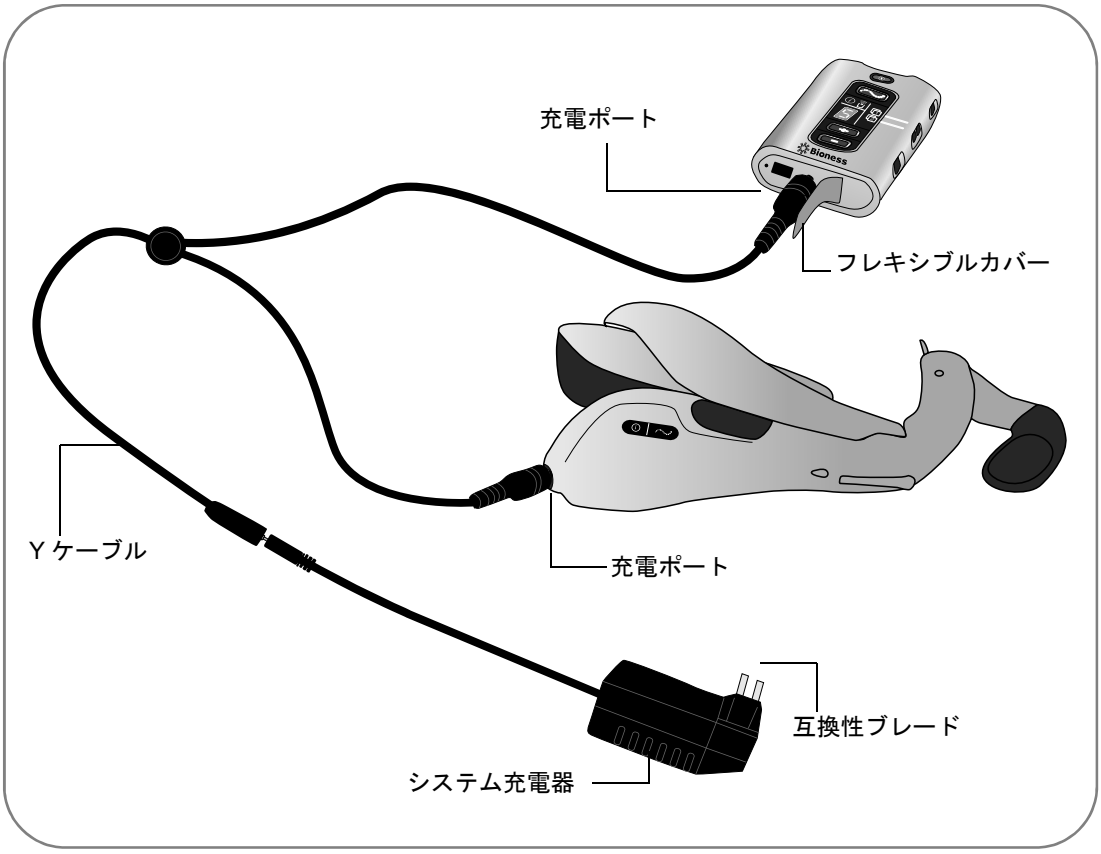

図 8-3：充電のセットアップ
3. 装具とコントロールユニットの充電ポートに Y ケーブルを接続します。コントロールユニットの充電ポートはフレキシブルカバーの下にあります（図 8-3 を参照）。